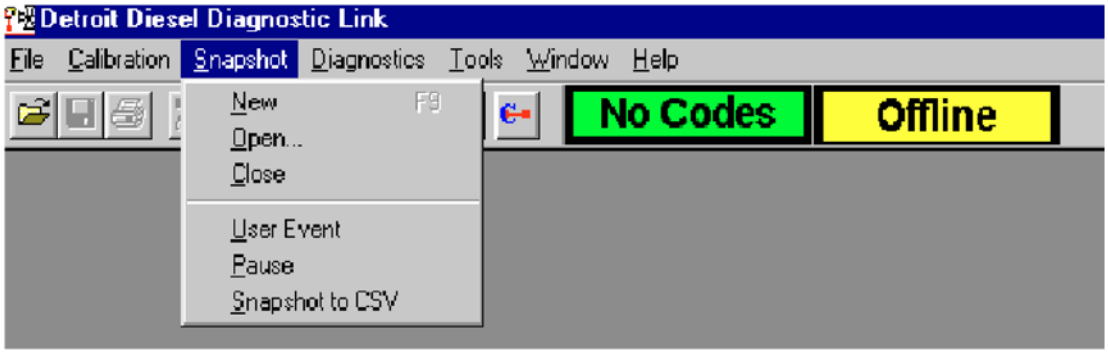

Figure 6-5 Snapshot Drop-Down Menu
1. Go to the **Snapshot** drop-down menu and select **Open**. Do not have the computer connected to a vehicle when replaying a snapshot. See Figure 6-5.